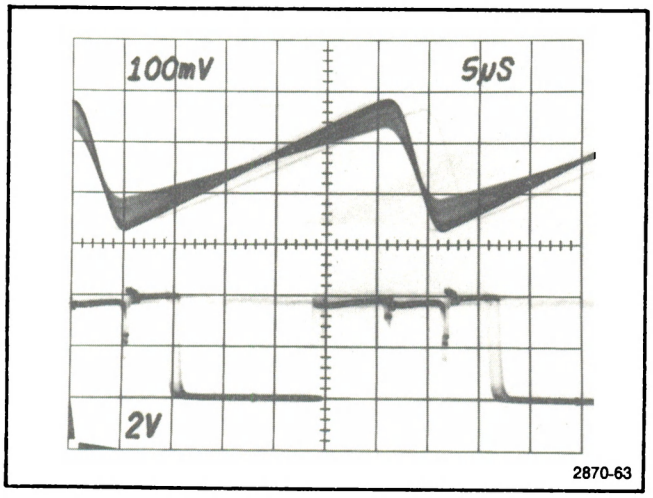

Fig. 9-15. Examples of unstable waveforms when flyback protect circuit is enabled due to excessive yoke current.
h. Monitor TP740 on A11A1 with the voltage probe. At the same time, monitor the horizontal deflection yoke current with the current probe. Verify the flyback protect circuit is operating by turning the Horizontal Size Calibrate adjustment (R620) clockwise until both waveforms become unstable; then, back off slightly (see Fig. 9-15). IF THE FLYBACK PROTECT CIRCUIT DOES NOT OPERATE, THERE IS A FAILURE. DO NOT LET THE YOKE CURRENT EXCEED −3.4 A PEAK.